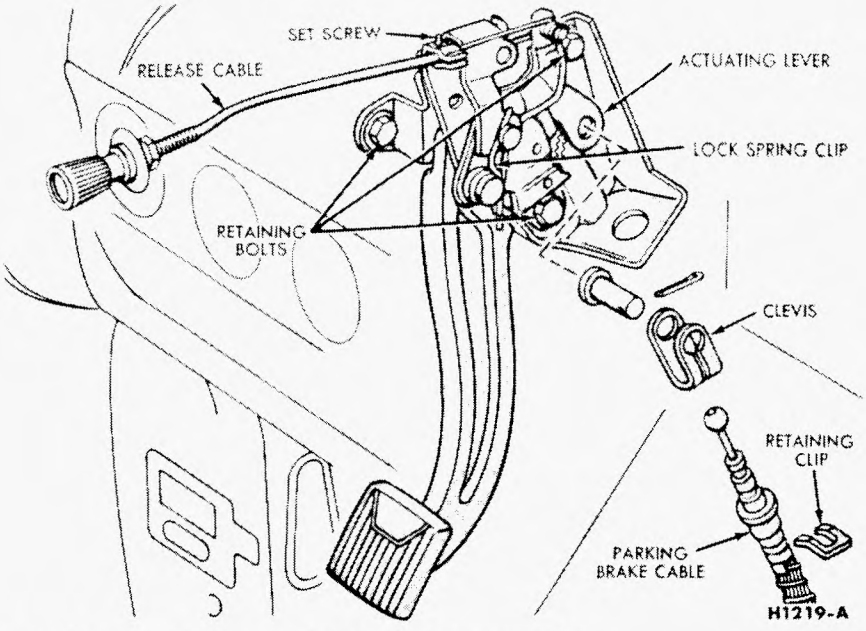

FIG. 37—Parking Brake Pedal Assembly
1. Remove the set screw that retains the release cable to the pedal assembly. Remove the three bolts that retain the parking brake pedal to the dash side panel (Fig. 37).